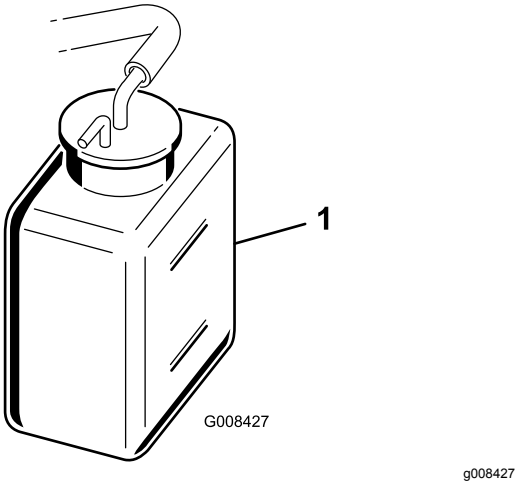

Rysunek 28
2. Sprawdź poziom płynu chłodzącego (Rysunek 28).